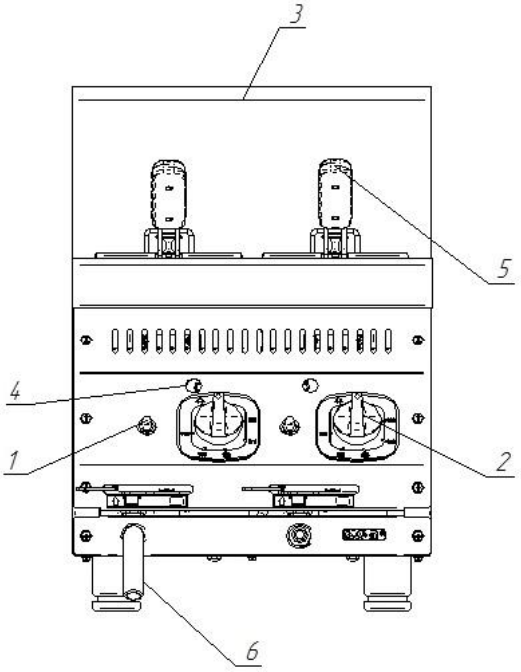

Рис. 1. Газовая фритюрница
4.1 Устройство газовой фритюрницы показано на рис. 1.
Для слива масла с ванны предусмотрен сливной патрубок 6 (см. рис. 1) находящийся спереди на лицевой панели.
Нажмите на ручку крана-термостата и поверните ее против часовой стрелки, установив символ искры зажигания напротив метки на панели управления (рис.2а). Нажав до упора, произведите поджог газа, выходящего из запальной горелки (пилота), для чего нажмите на кнопку пьезорозжига. Удерживайте ручку крана-термостата в течение не менее 15 секунд, после чего отпустите. После проведения вышеуказанных операций необходимо проконтролировать наличие горения газа, для чего необходимо посмотреть в смотровое окно 4 (рис.1), в котором можно наблюдать наличие пламени. Пламя должно быть устойчивым. Если пламя не горит, повторите операцию.